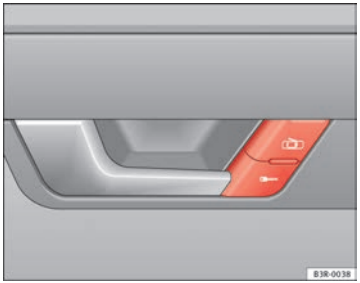

Abb. 71 Ausschnitt aus der Fahrertür: Zentralverriegelungsschalter
– Drücken Sie die Taste ⇒ Abb. 71 ⇒ ⚠. ▶